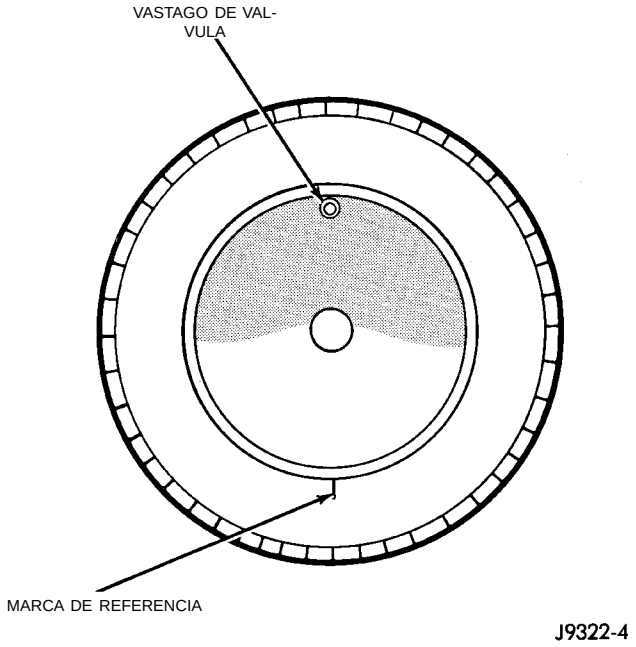

Fig. 9 Vuelva a instalar el neumático a 180 grados
(2) Retire el neumático y vuelva a instalarlo a 180 grados sobre la llanta (Fig. 9).